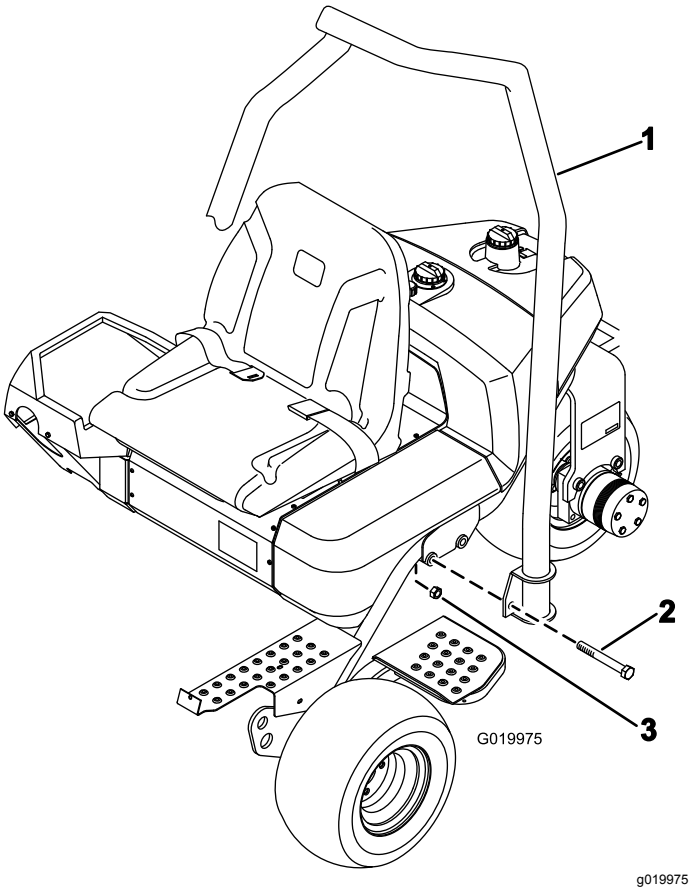

Figur 7
1. Still veltebeskyttelsen slik at toppen av røret bøyer mot maskinens front (Figur 7).
2. Senk veltebeskyttelsen ned på rammen, og innrett den etter monteringshullene (Figur 7).
3. Fest hver side av veltebeskyttelsen til rammen med to bolter (5/8 x 4½ tommer) og låsemutre som vist i Figur 7. Trekk til med et moment på 183–223 N·m.